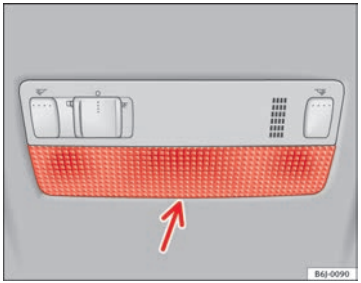

Fig. 185 Front reading light
– Insert a fine screwdriver between the casing and the glass ⇒ Fig. 185.